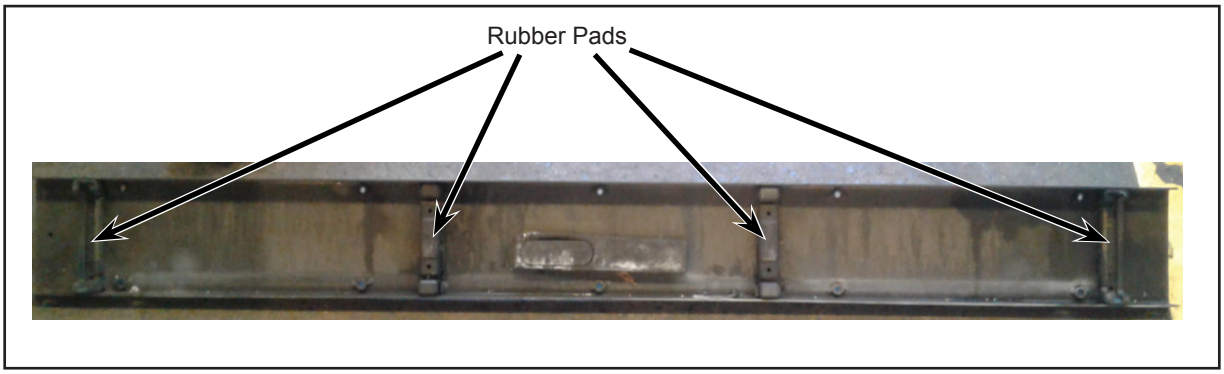

Figure 9 - Typical View of Radiator Frame Rubber Pads
1.26. Inspect the rubber pads present within the frame that are used to mount the radiator (see Figure 9).